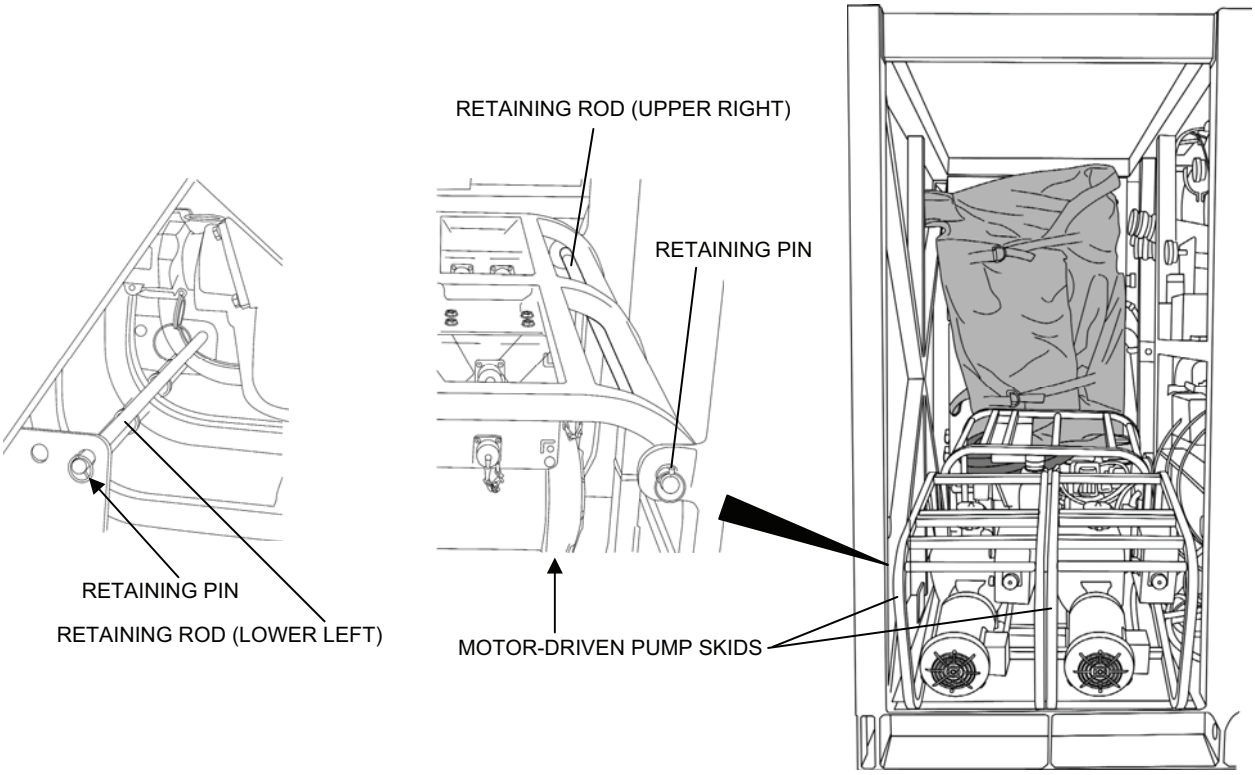

Figure 9. Operator Station Packout 5.
18. Place the two motor-driven pump skids side by side in front of the diesel pump skid, with the motor end of the skids facing out (Figure 9).